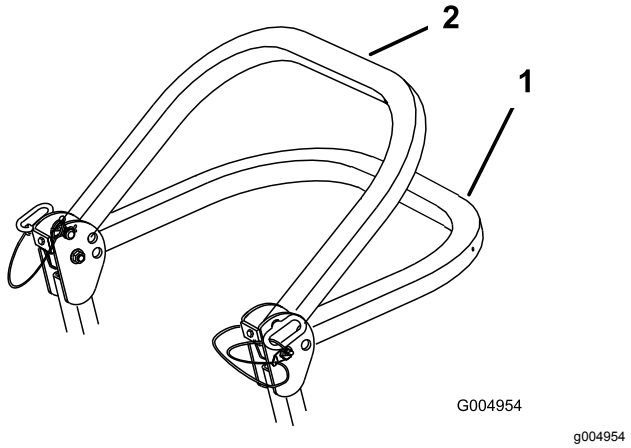

Bild 8
2. Senken Sie den Überrollbügel ab (Bild 8).
Hinweis: Es gibt zwei abgesenkte Stellungen, siehe Bild 8.